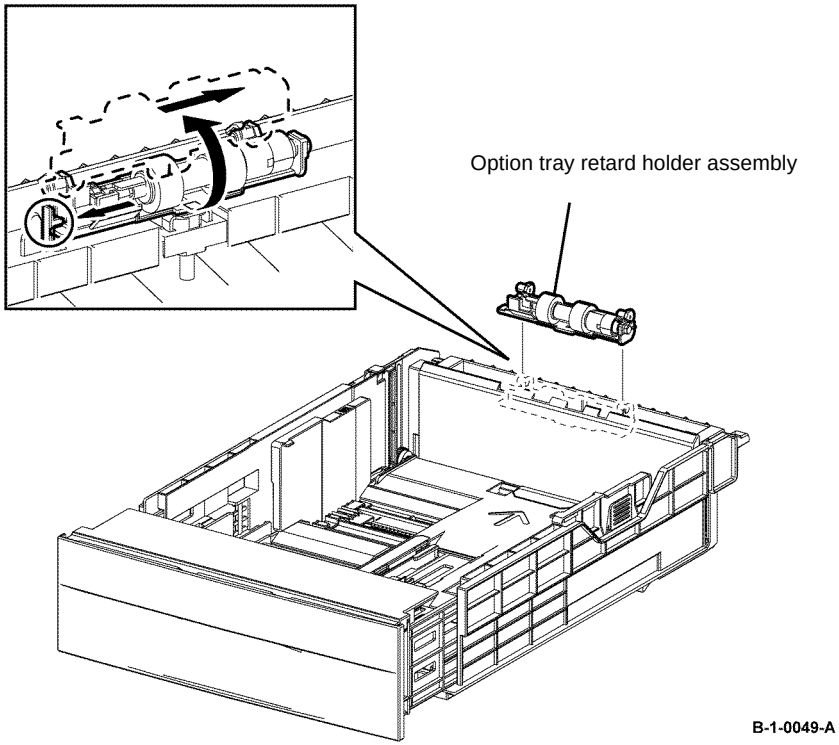

Figure 1 Retard roll holder assembly removal
2. Release the hook that fixes the option tray retard holder assembly to the 550 tray assembly, rotate the option tray retard holder assembly, along the axis, then remove the retard holder assembly by moving it in the arrowed direction, Figure 1.